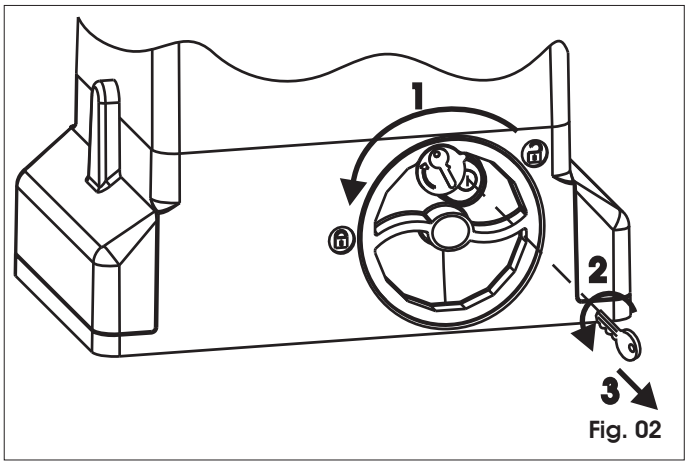

Fig. 02
1) Turn the release system anti-clockwise, until its stop is reached, Fig. 02 ref. 1.
2) Turn the key anti-clockwise and remove it from the lock, Fig. 02 ref. 2 and 3.